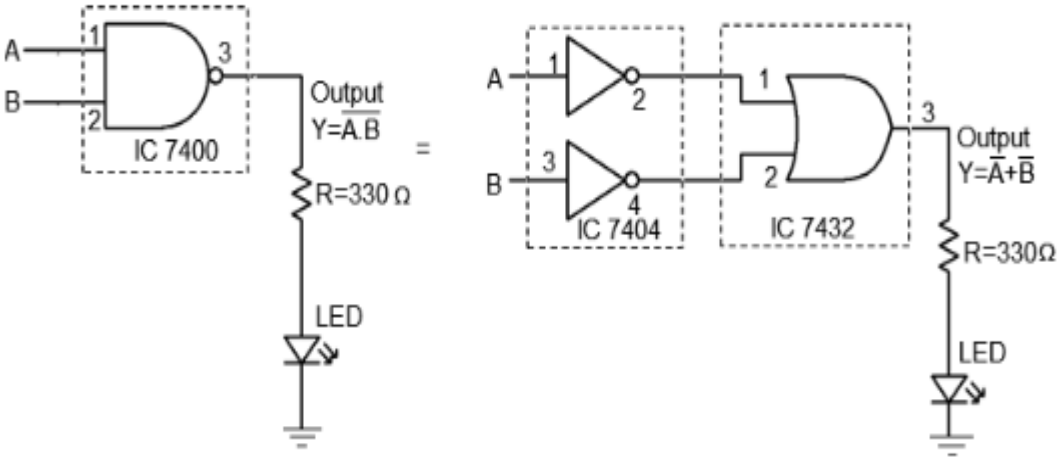

**Fig 3.2 De-Morgan's Second Theorem**
5. Repeat the process for De-Morgan's second theorem. (Fig. 3.2)